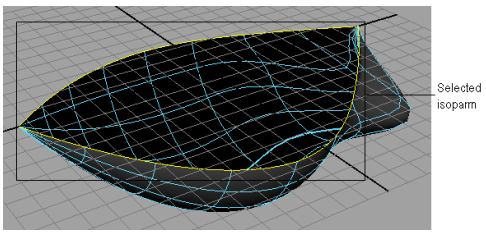

Figure 4-61 *The two selected isoparms*
14. Press and hold the right mouse button over another surface; a marking menu is displayed. Choose **Isoparm** from the marking menu; the isoparm selection mode is activated. Next, press SHIFT and select the topmost isoparm of both the surfaces, as shown in Figure 4-61. Next, choose **Surfaces > Create > Loft** from the menubar; a surface is created between the selected isoparms.